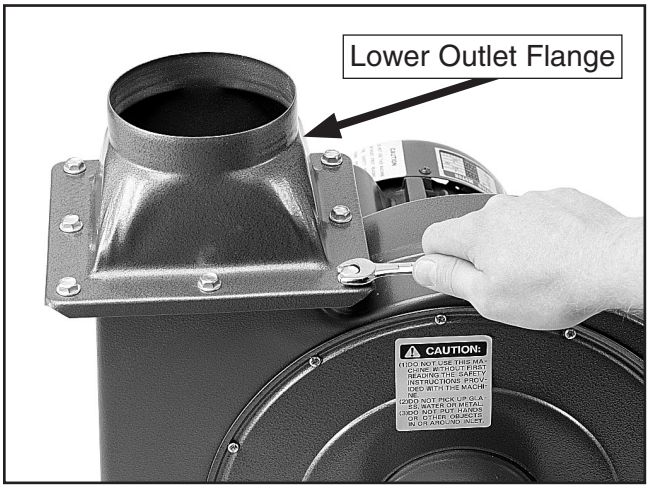

**Figure 6.** Mounting outlet to collector body.
3. Insert the rubber gasket between the collector and lower outlet flange, and secure using (8) 5⁄16"-18 x ½" flange bolts, as shown in **Figure 6.**